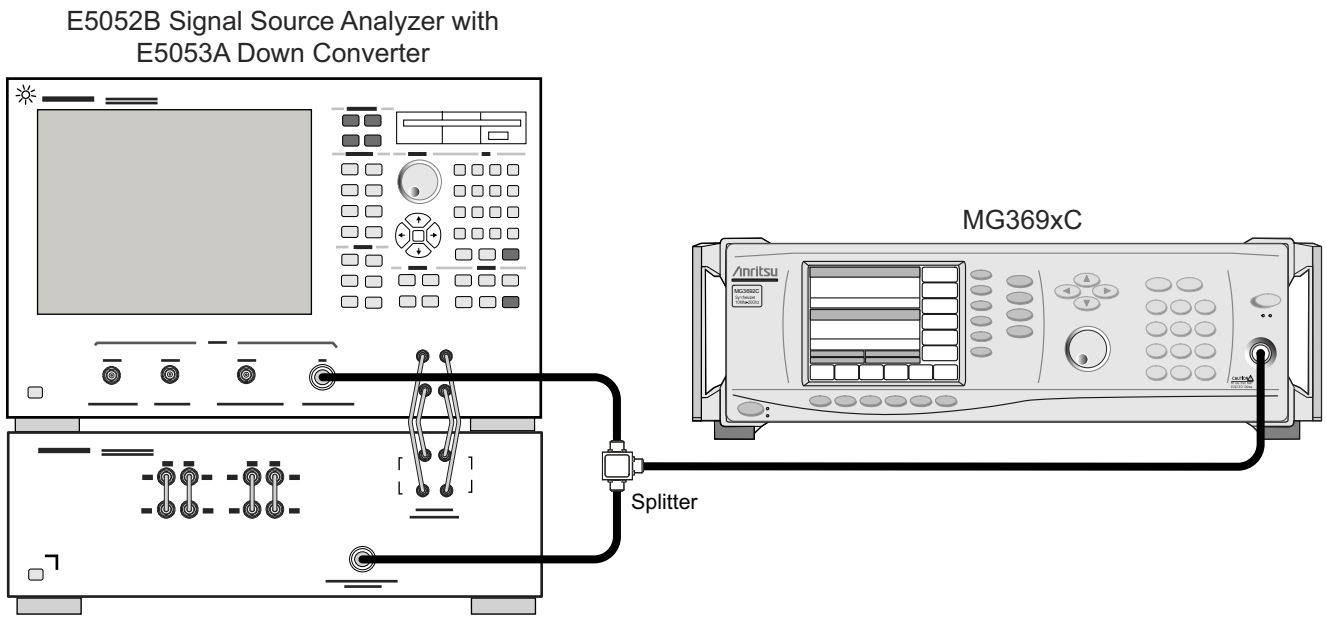

Figure 4-4. Equipment Setup for Single Sideband Phase Noise Test with E5052B and E5053A
e. Connect the MG369xC as shown in Figure 4-4.